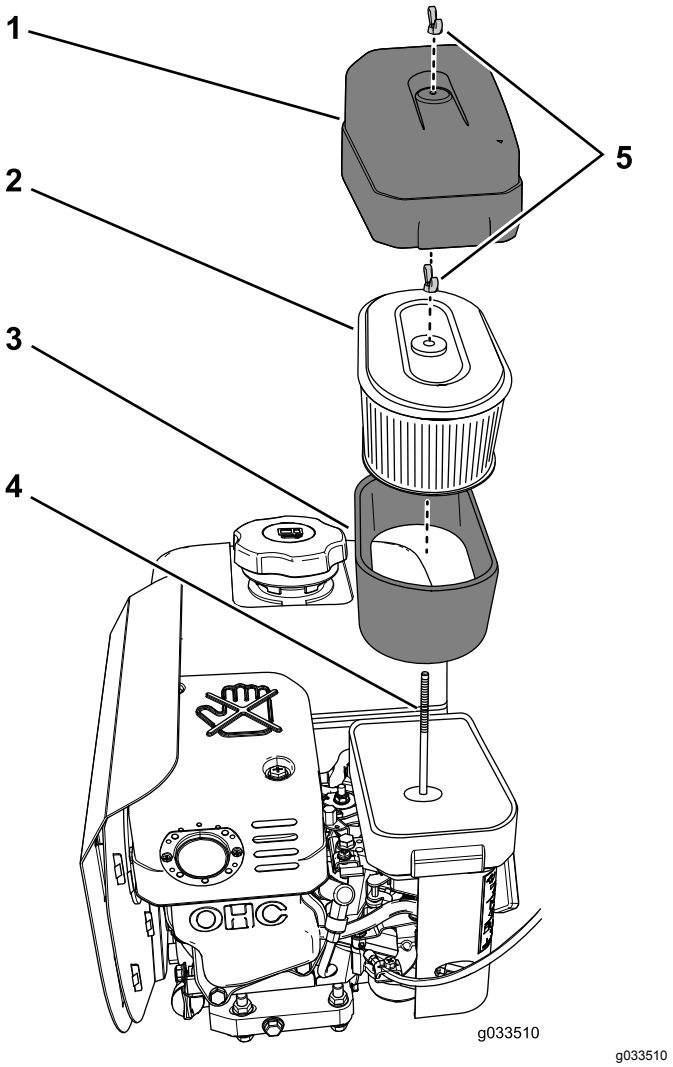

Rysunek 6
2. Aby zapobiec przedostaniu się zabrudzeń do silnika i spowodowaniu uszkodzeń, oczyść obszar wokół filtra powietrza (Rysunek 6).
3. Odkręć nakrętkę motylkową mocującą pokrywę filtra powietrza w lewo i zdejmij pokrywę filtra powietrza (Rysunek 6).
4. Odkręć w lewo nakrętkę motylkową mocującą wkłady filtra powietrza: papierowy i piankowy i wyjmij wkłady filtra spod pręta przytrzymującego (Rysunek 6).
5. Ostrożnie wyciągnij wkład piankowy z wkładu papierowego (Rysunek 6).
1. Sprawdź wkład pod kątem rozdarć, warstwy oleju i uszkodzeń (Rysunek 6).
1. Ostrożnie wsuń wkład piankowy do wkładu papierowego (Rysunek 6).
2. Ustaw otwór w górnej płycie papierowego wkładu filtra równo z prętem przytrzymującym gaźnika (Rysunek 6).
3. Przymocuj wkłady filtra do gaźnika z pomocą nakrętek motylkowych (Rysunek 6) wykręconych w kroku 4 na Wyjmowanie wkładu piankowego i papierowego (Strona 6).
4. Ustaw otwór w pokrywie filtra powietrza równo z prętem przytrzymującym (Rysunek 6) i zamocuj pokrywę do pręta nakrętką motylkową wykręconą w kroku 3 na Wyjmowanie wkładu piankowego i papierowego (Strona 6).